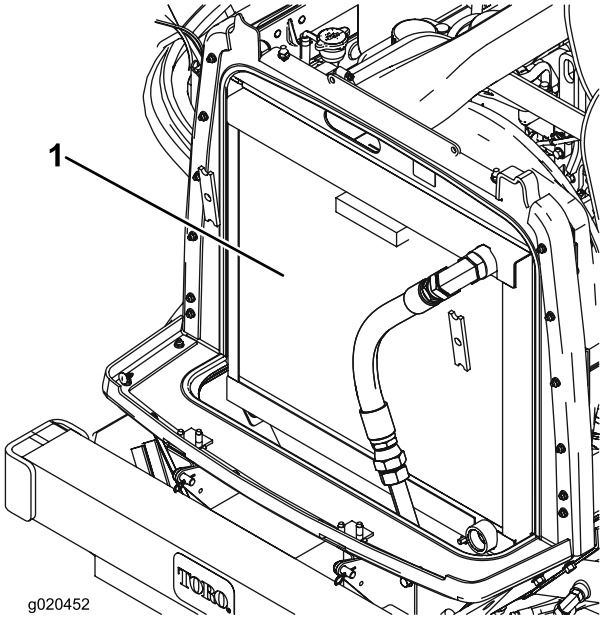

Figur 66
2. Rengör på båda sidor om kylaren/oljekylaren (Figur 66) ordentligt med tryckluft. Börja från fläktsidan och blås skräpet bakåt. Rengör sedan bakifrån och blås framåt. Upprepa detta flera gånger tills alla beläggningar och allt skräp har försvunnit.